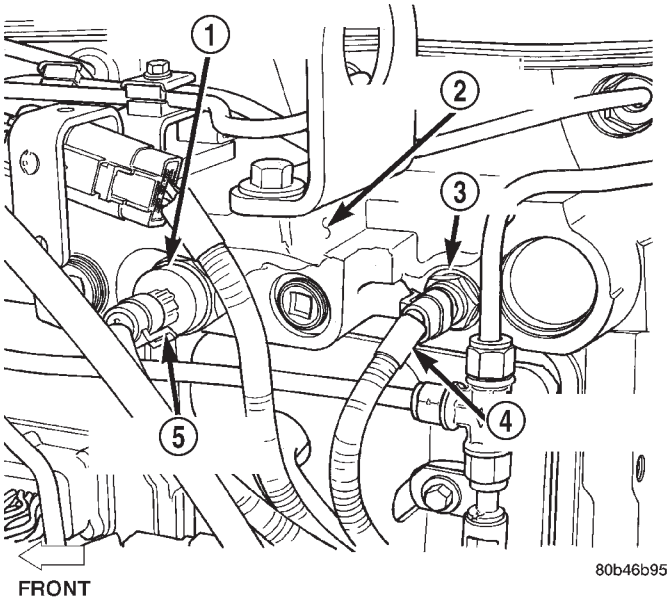

Fig. 33 Intake Manifold Air Temperature (IAT) Sensor Location
(2) Remove IAT sensor from intake manifold (Fig. 33).
(3) Discard sensor o-ring (Fig. 33).
(1) Clean sensor mounting hole (Fig. 33) of rust or contaminants.
(2) Install new o-ring to sensor. Apply clean engine oil to sensor o-ring and sensor threads.
(3) Install IAT sensor into intake manifold. Tighten to 14 N·m (10 ft. lbs.) torque.
(4) Connect sensor electrical connector.